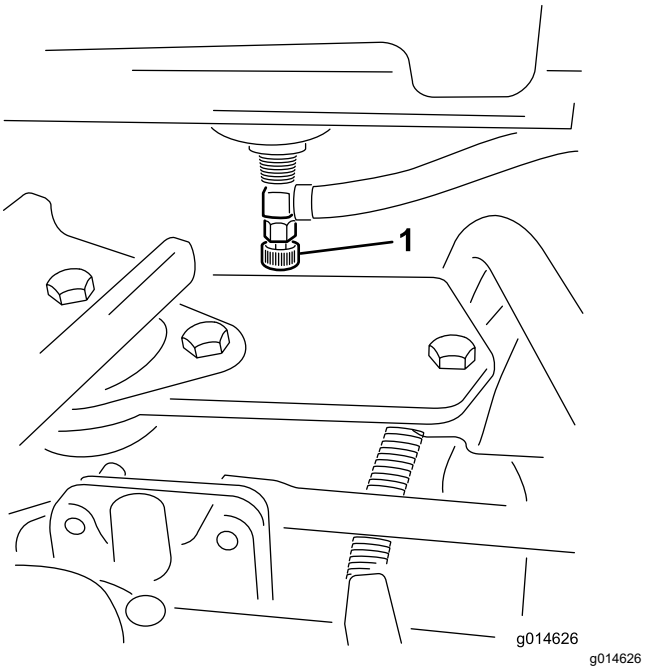

**Figur 35**
1. Luk brændstofafbryderventilen (Figur 35) under brændstoftanken.